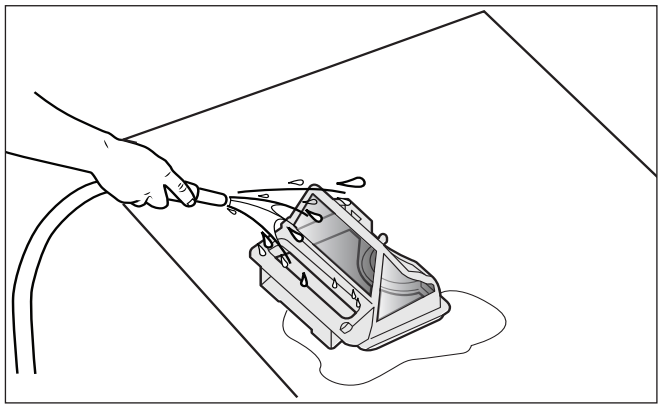

Figura 13. Lave el cartucho del filtro
5. Quite todos los residuos del cartucho del filtro y, a continuación, enjuague el cartucho y el limpiador mediante una manguera (Figura 13).